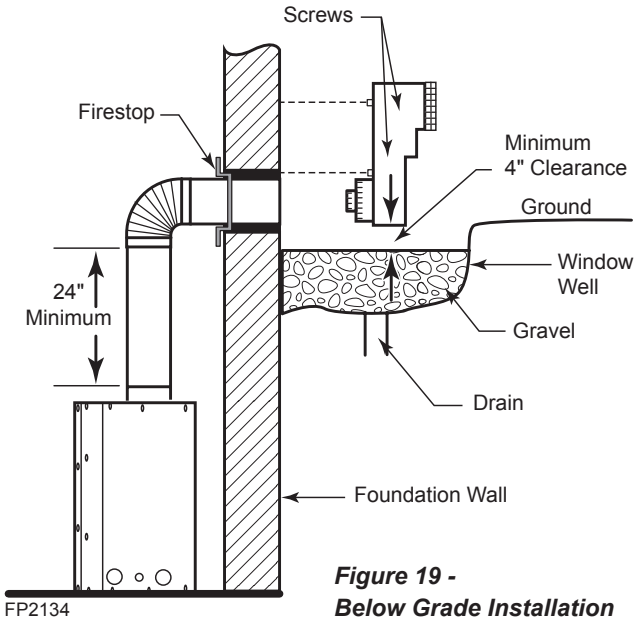

Figure 19 - Below Grade Installation
2. Remove soil to a depth of approximately 16" below base of snorkel. Install drain pipe. Install window well (not supplied). Refill hole with 12" of coarse gravel leaving a clearance of approximately 4" below snorkel. *Figure 19*
7. Level the soil so as to maintain a 4" clearance below snorkel. *Figure 19*